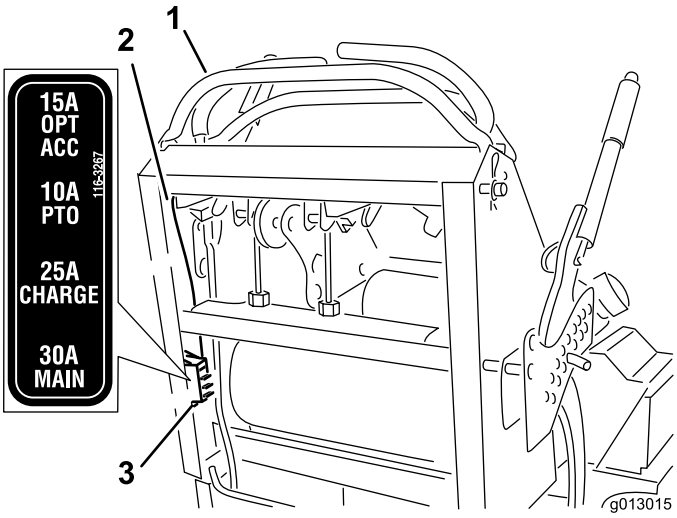

Figur 54
2. Dra ut sikringen for å fjerne og bytte den ut (Figur 54).